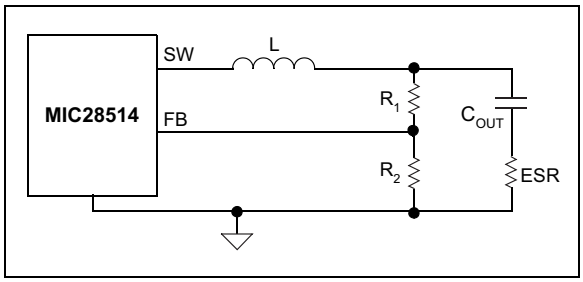

图 5-2： FB处的纹波充足
1. 输出电容（图5-2）的ESR较大，反馈电压的纹波充足。转换器稳定，无需注入任何纹波。